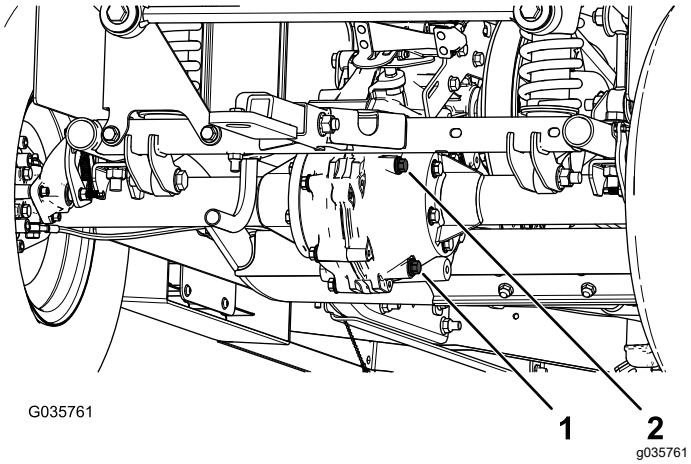

Figur 59
4. Fjern påfyldningsproppen på transakslen (Figur 59).
5. Hvis væskestanden er lav, skal du fjerne påfyldningsproppen og påfylde den angivne væske, indtil den løber ud af hullet (Figur 59).
1. Placer en dræningsbakke under aftapningsproppen (Figur 59).
2. Afmonter påfyldningsproppen og pakningen (Figur 59).
3. Afmonter aftapningsproppen og pakningen, og tøm helt for væske (Figur 59).